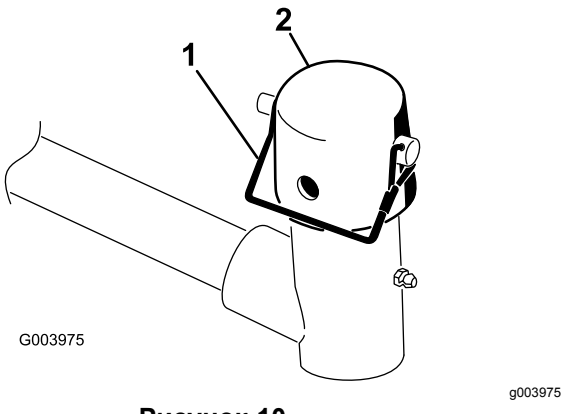

Рисунок 10
7. Снимите стопорный штифт и крышку с вилки шарнира подъемного рычага (Рисунок 10).
11. Прикрепите крышку и ось несущей рамы к втулке подъемного рычага с помощью стопорного штифта (Рисунок 10).